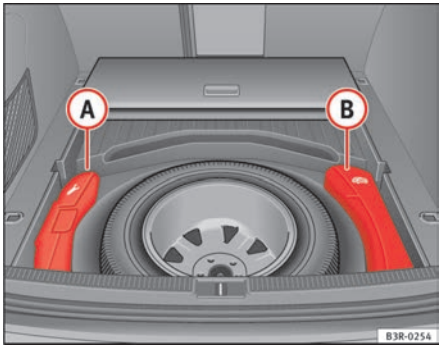

Fig. 186 Toolbox and jack
The tools (A) and jack (B) ⇒ fig. 186 for vehicles with a spare wheel and for vehicles with the tyre repair kit are stored under the floor panel in the luggage compartment.